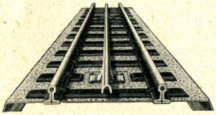

Fig. 5 Voie standard à rail central
b) Les éléments de voie standard à rail central (Fig. 5).